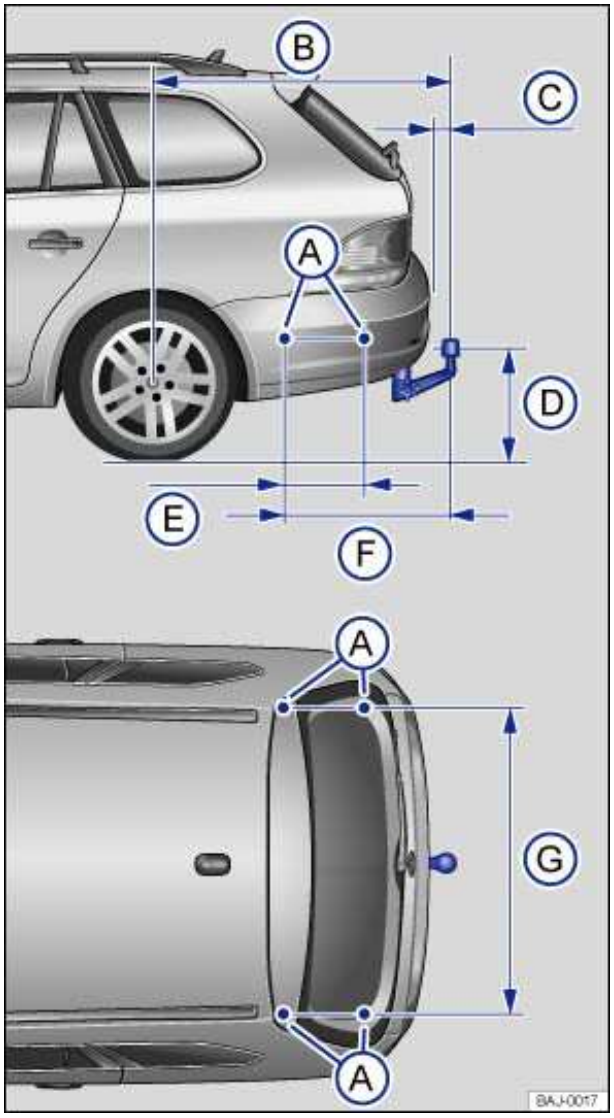

Fig. 108 Dimensions and attachment points for retrofitting a trailer hitch.
⇒ fig. 108 (D) be less than the specified minimum. This minimum height must be present even when the vehicle is fully loaded and subject to the maximum tongue weight.